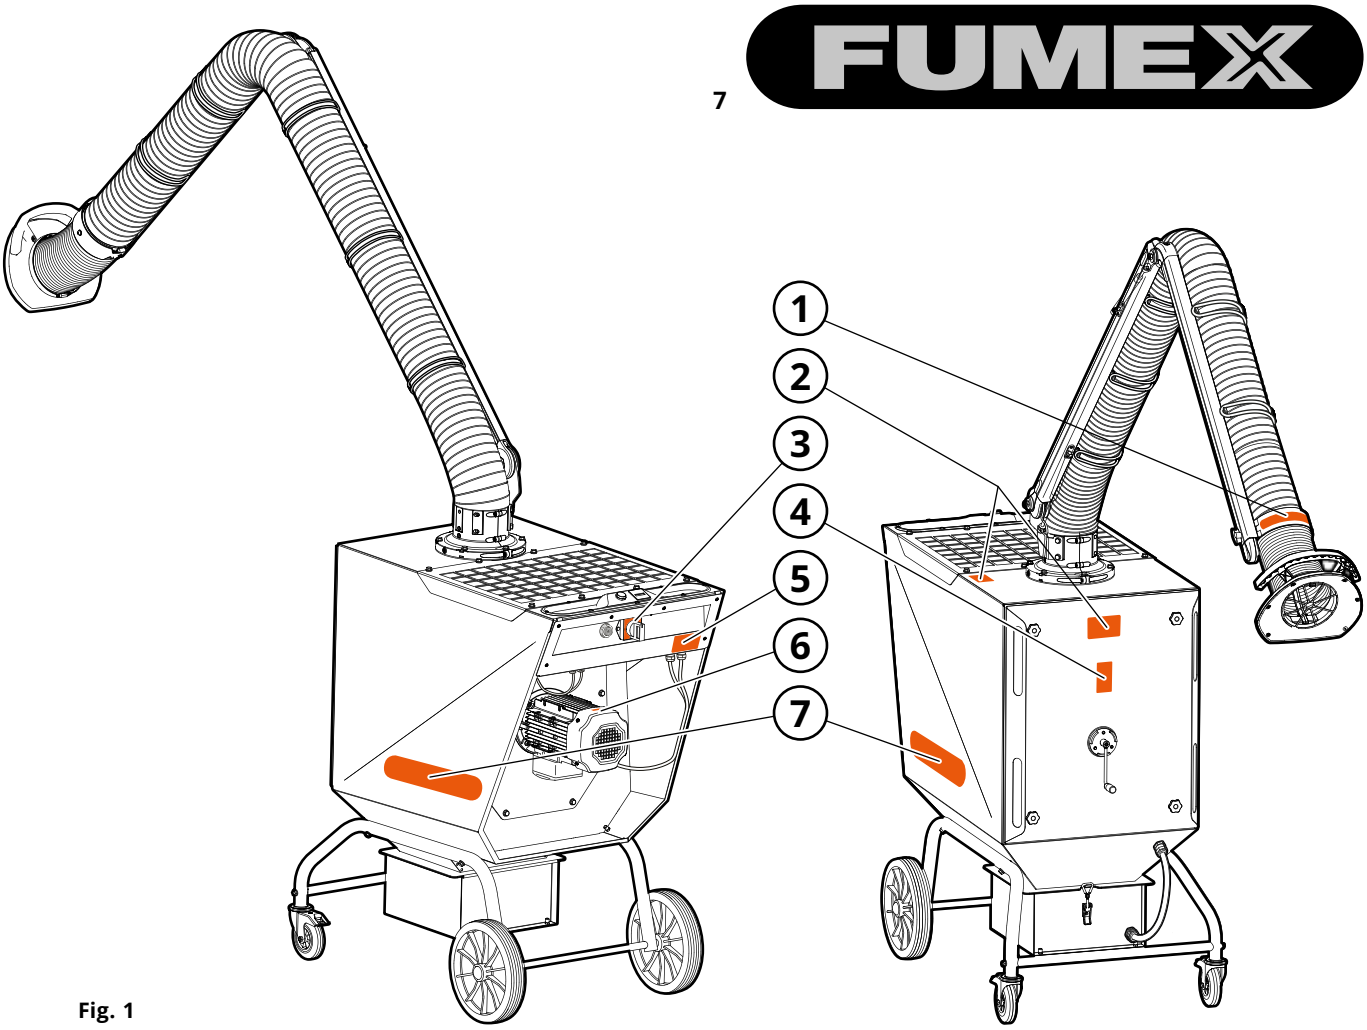
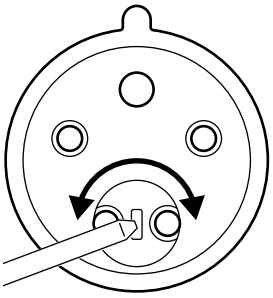

Fig. 1
Fig. 16
Selon la **Fig. 1.**
3. Contrôlez le sens de rotation du ventilateur. Pour ce faire, démarrez le ventilateur, puis arrêtez-le. Lorsque la vitesse diminue, vous pouvez voir le sens de rotation du moteur à travers le capot de protection du refroidissement de ventilateur (où se trouve l'autocollant, selon la Fig. 1, pos. 6). Si le sens de rotation est incorrect, inversez les phases dans la fiche avec un ciseau plat comme indiqué sur la **Fig. 16**.